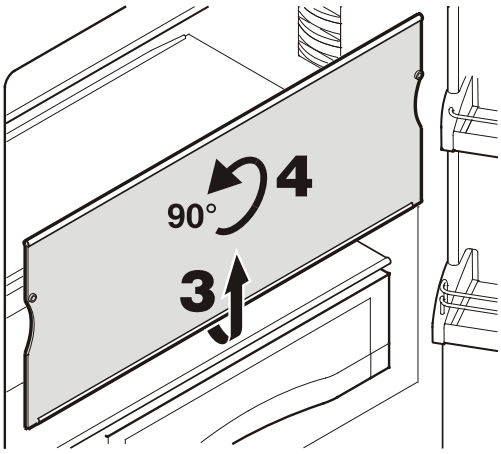

Figure 11
Removing the shelves - *Figure 11*
- Remove glass shelves as shown in ***Figure 11***.